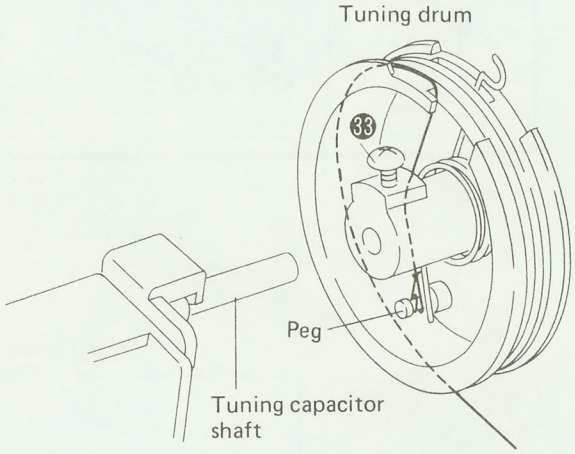

Fig. 14
3. Loosen screw ㉝, and then remove the tuning drum from the tuning capacitor shaft (Fig. 14).
4. Tie one end of the cord to the peg on the inside of the tuning drum (Fig. 14).